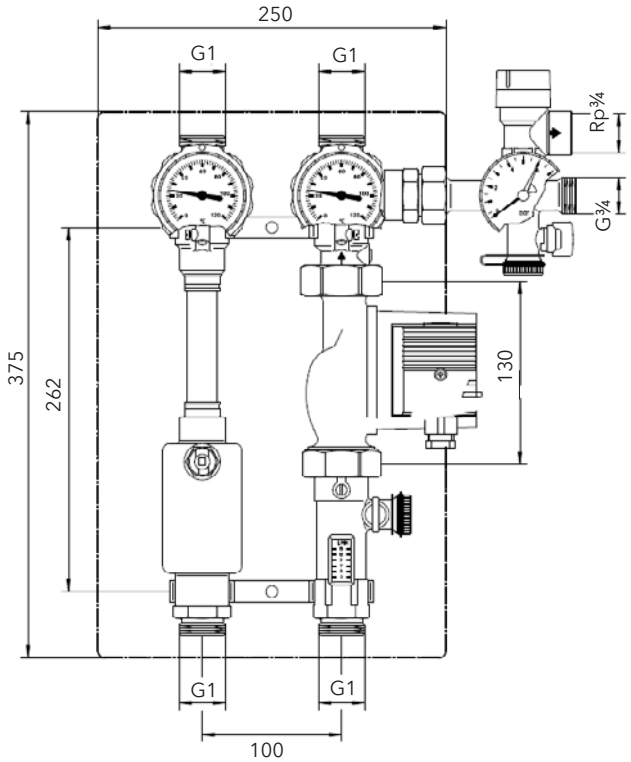

Bild 5 Bemaßung in mm
- 2 Bohrungen im senkrechten Abstand von 262 mm für die beiden Wandhalterungen **(8)** anbringen (Bild 5). Solarstation anschrauben.